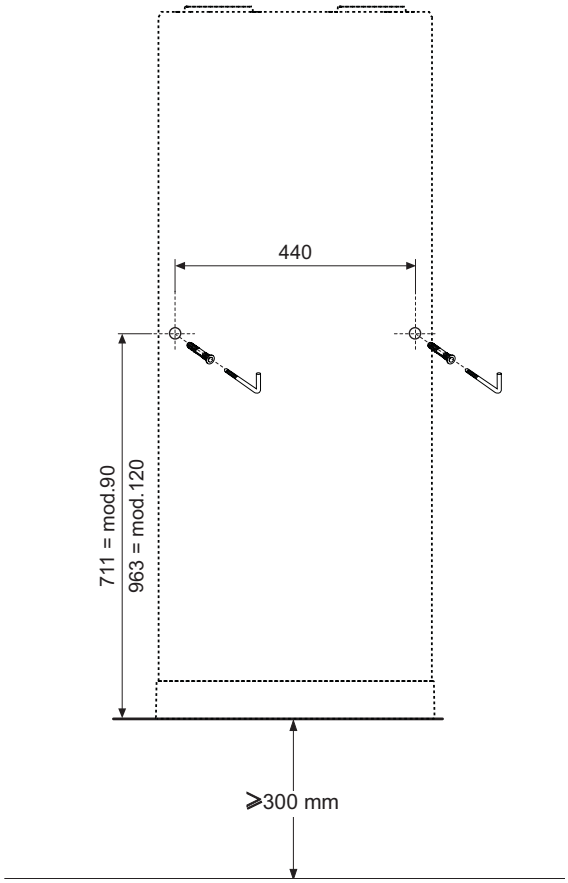

fig. 50 - Indicazione foratura
- Forare secondo le indicazione di fig. 50.